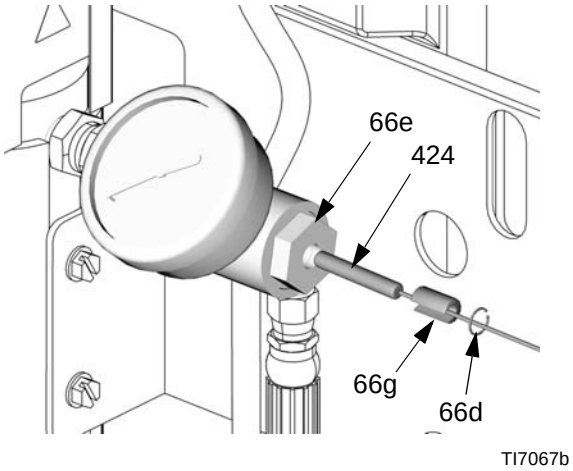

FIG. 10. Temperature Sensor
2. Remove temperature sensor (424):
a. Remove snap ring (66d) in thermowell housing (66e). See FIG. 10.
b. Pull sensor (424) and spacer (66g) out of thermowell housing.
3. Remove access cover (39) from back of control module.
4. Disconnect temperature display power cable from J14 or J15 at bottom left of control board (406).
5. Remove four screws from rear panel studs and remove temperature display (403) from front plate (401).
6. Remove screw and nut (409) holding display to plate (403).
7. Pull sensor cable through split in bushing (411).
8. Reassemble in reverse order. Mount temperature display so Heater Power switch off (0) position is at left when facing control panel.